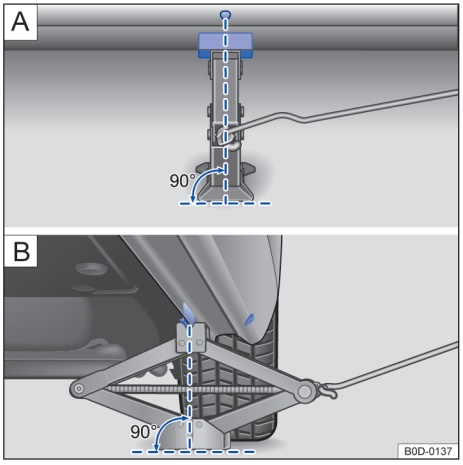

图 151 千斤顶放置在车辆左侧后部
9. 确保千斤顶底座的整个平面牢靠地贴在地面上，并处在举升点正下方 →图 151 A 和 B。
10. 继续用摇把升高千斤顶，边摇边调整千斤顶位置，直至千斤顶卡爪卡住车身下的棱边 →图 151。